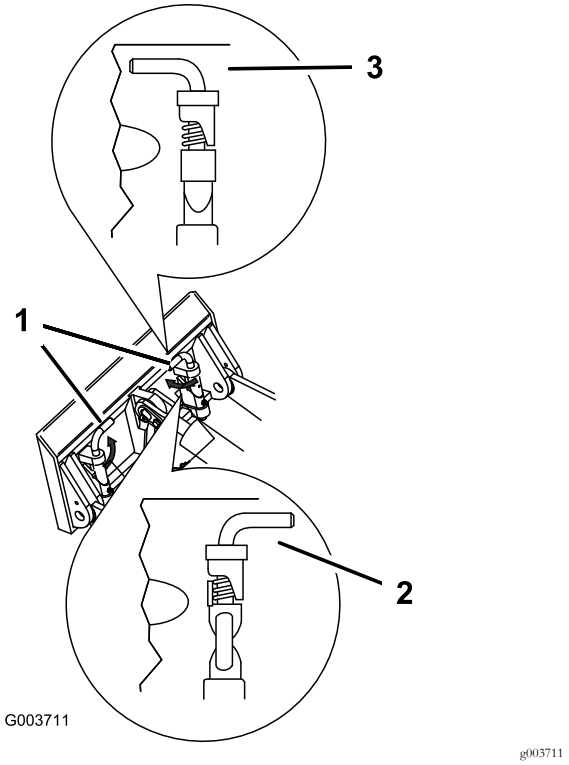

**Rysunek 26**
7. Załóż sworznie szybkomocujące upewniając się, że zostały całkowicie osadzone w płycie montażowej (Rysunek 26).